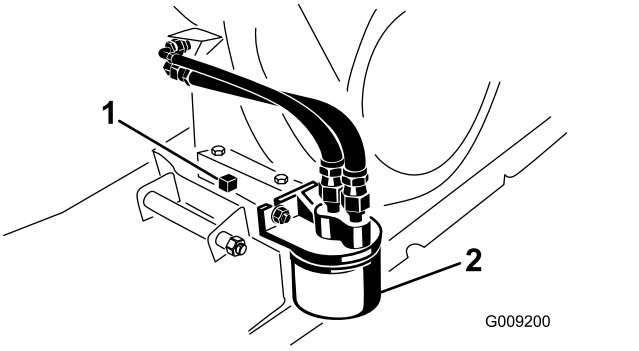

Figuur 34
6. Plaats een opvangbak onder de aftapplug (Figuur 34).
7. Verwijder de aftapplug en de pakking (Figuur 34).
2. Verwijder het oude oliefilter (Figuur 34).
4. Schroef het nieuwe oliefilter op het filteradapter totdat de pakking contact maakt met de bevestigingsplaat. Draai het filter vervolgens nog eens een ½ tot ¾ slag vast (Figuur 34).